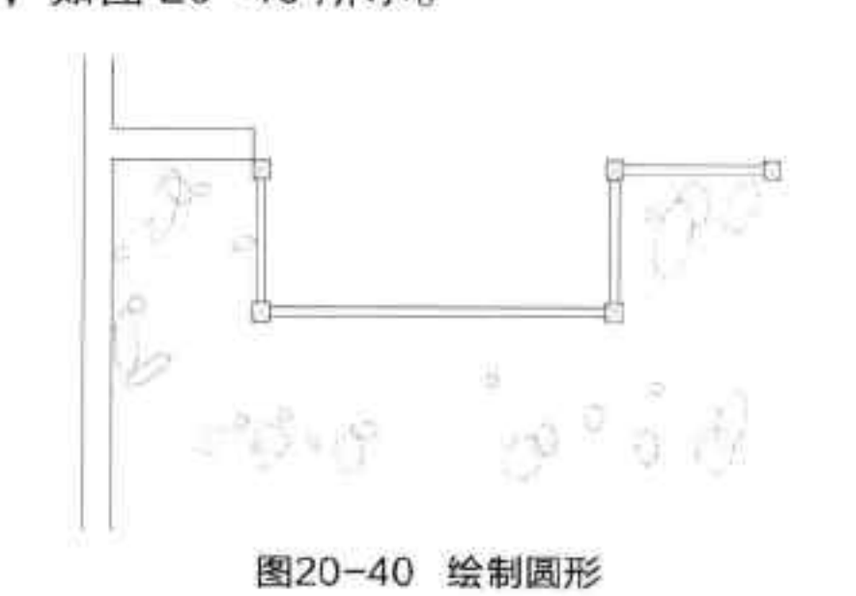

图20-40 绘制圆形
Step 10 执行“圆”命令，绘制半径为 25mm 的圆，如图 20-40 所示。